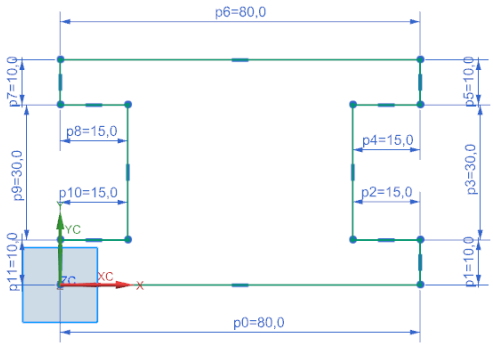

Figure 2-52 *Outer profile of the sketch*
16. Press the ESC key twice to exit the **Profile** tool. The outer profile of the sketch is shown in Figure 2-52.